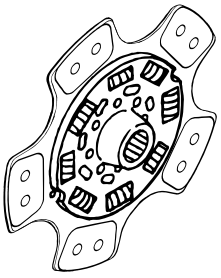

Figure 7. Driven Plate
Remove or Disconnect (Figure 7, 8 and 9)
2. Pressure plate assembly. (2)
3. Clutch Disc assembly. (1) (Figure 7)